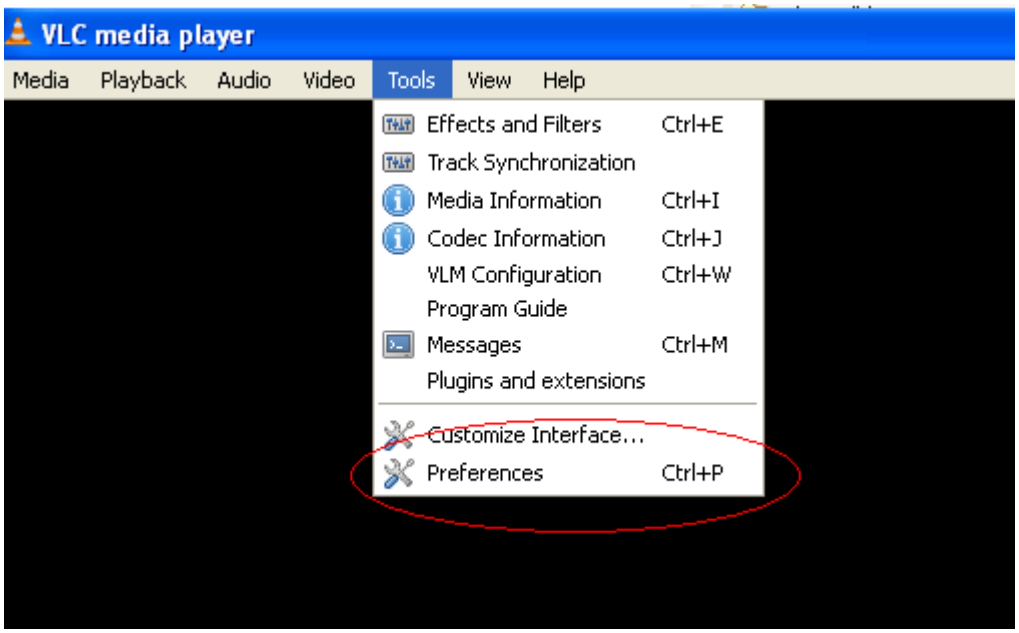

Figure 28. Tools → Preferences
1. From the Tools menu in the VLC Media Player window, click 'Preferences' (see Figure 28). The Preferences dialog box is displayed.